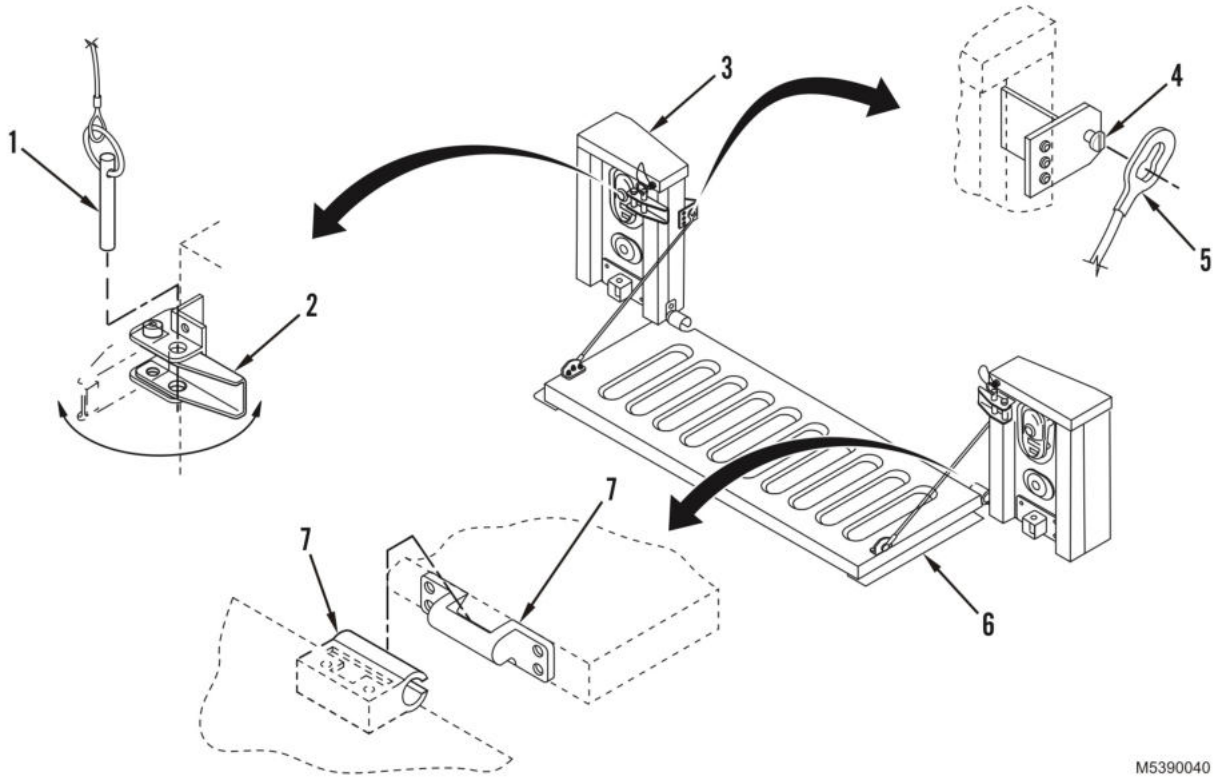

Figure 1. Tailgate Removal and Installation.
1. Remove two pins (Figure 1, Item 1) from latch assemblies (Figure 1, Item 2) securing tailgate (Figure 1, Item 6) to cargo body (Figure 1, Item 3). Release latches.
2. Lower tailgate (Figure 1, Item 6) until supported by two lanyards (Figure 1, Item 5).
3. Remove two lanyards (Figure 1, Item 5) from cargo body mounting bosses (Figure 1, Item 4).
4. Remove tailgate (Figure 1, Item 6) by lowering to 25 degrees and lifting tailgate off hinges (Figure 1, Item 7).
1. Install tailgate (Figure 1, Item 6) on tailgate hinges (Figure 1, Item 7) by tilting tailgate to 25 degrees and lowering tailgate onto hinges.
2. Fasten two lanyards (Figure 1, Item 5) on cargo body mounting bosses (Figure 1, Item 4).
3. Raise tailgate (Figure 1, Item 6), close latches (Figure 1, Item 2), and install one pin (Figure 1, Item 1) into each latch assembly.